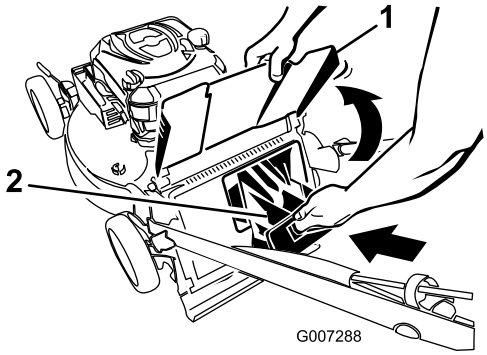
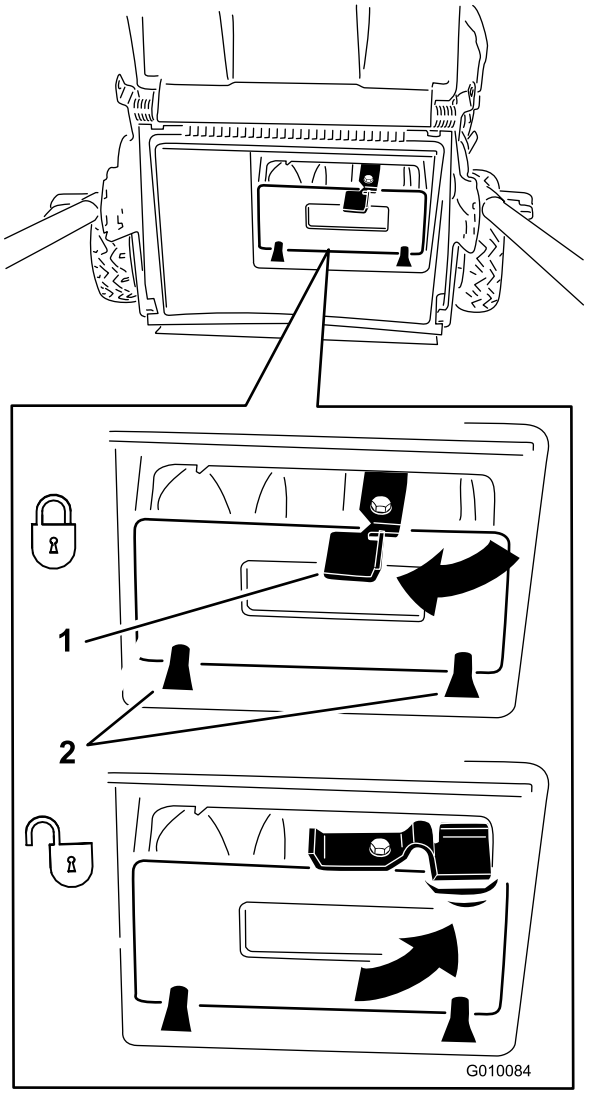

**Figur 18**
**Figur 19**
**Viktigt: Se till att den bakre utkastarpluggen har spärrats ordentligt. Spärra pluggen på följande sätt: Lyft upp den bakre utkastarskärmen (Figur 18), tryck in pluggen ordentligt tills den snäpper fast bakom flikarna och vrid spaken på pluggen åt vänster (Figur 19).**
**Obs:** Lossa på pluggen genom att vrida spaken på pluggen åt höger (Figur 19).